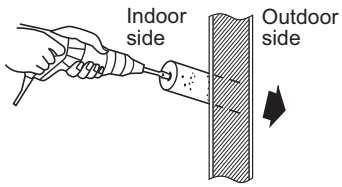

Fig. 2-88
(8) If the tubing and wiring are to go towards the rear of the unit, make holes in the wall. (Fig. 2-88)